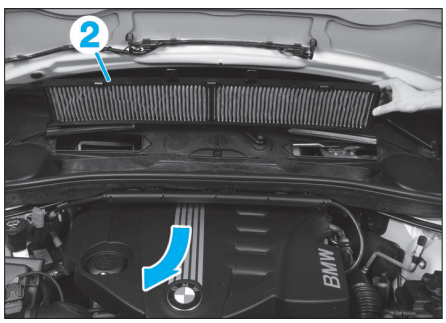

Fig. 2
• Extraire l'ensemble du filtre d'habitacle (2) comme illustré **(Fig.2)**.